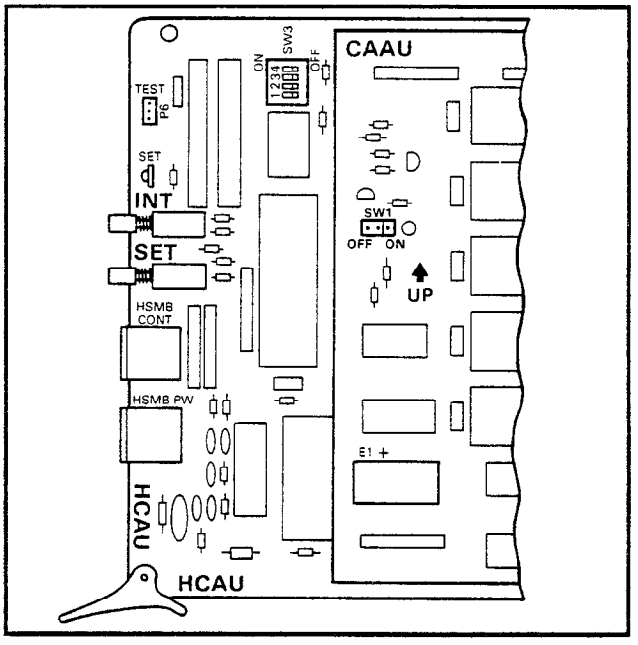

FIGURE 1 — CAAU BATTERY STRAP
02.05 Whenever storing or shipping an HCAU/CAAU, always ensure that the battery strap is in the **OFF** position (see Figure 1). The HCAU is a "host" board for the CAAU (which is required) and they are shipped as an assembled unit.